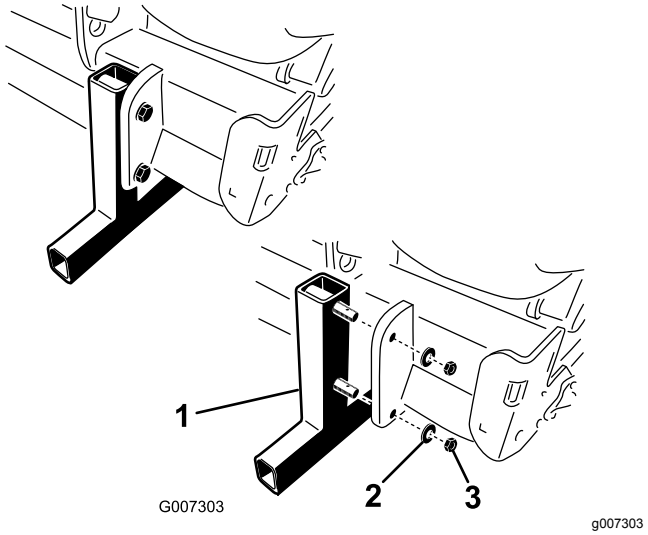

Figur 19
2. Ta bort de muttrar och låsbrickor som fäster förvaringsstöden vid luftaren (Figur 19).
4. Fäst hjulsprintarna i stödtapparna för förvaring (ingår i de lösa delarna) (Figur 19).